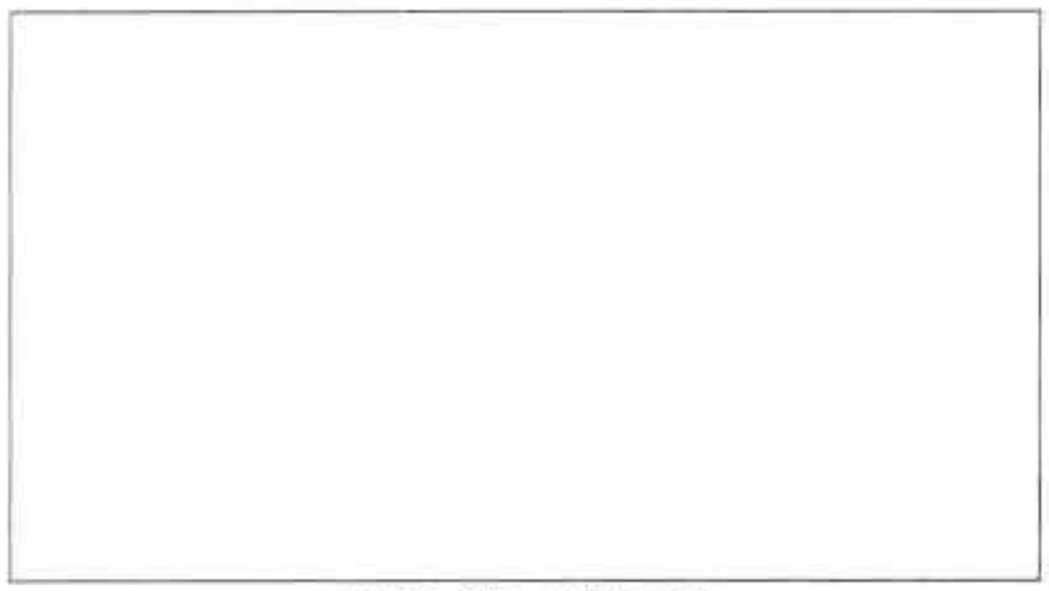

图20-65 绘制矩形
Step 01 执行“矩形”命令，绘制长 3630mm、宽 1700mm 的长方形，如图 20-65 所示。